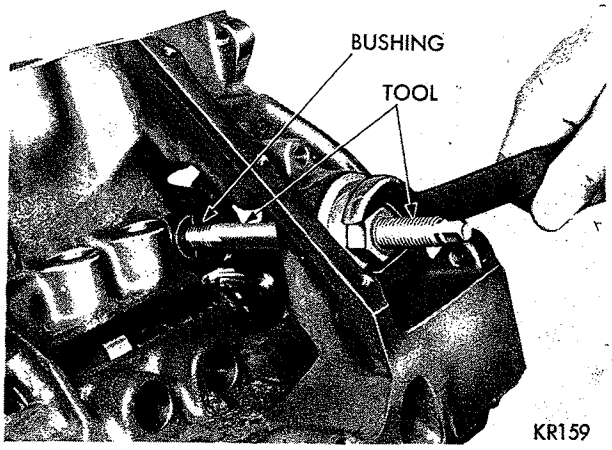

*Fig. 35—Removing Distributor Drive Shaft Bushing Using Tool C-3052*
(1) Insert Tool C-3052 into the old bushings and thread down until a tight fit is obtained (Fig. 35).
(2) Hold remover screw and tighten nut until bushing is removed.